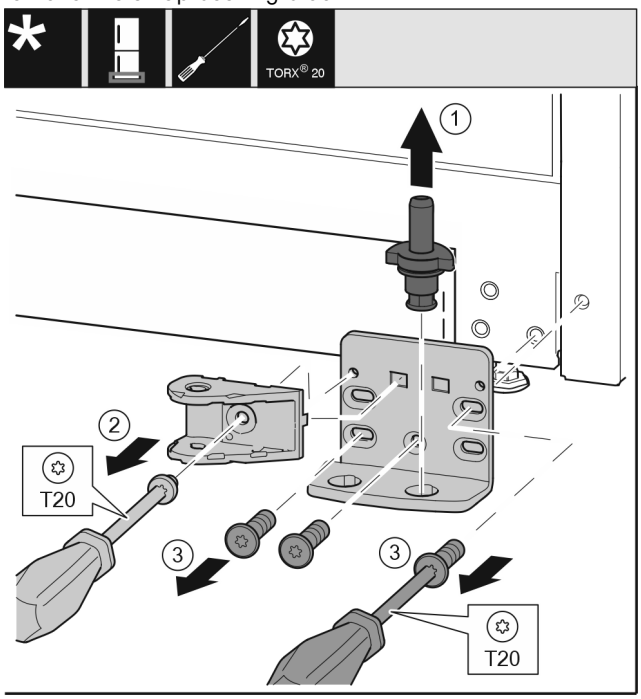

*Fig. 45 **
- ▶ Pull the bearing bolt *Fig. 45 (1)* out upwards completely.*
- ▶ Use screwdriver to unscrew the screw *Fig. 45 (2)* and remove the closing damper connection.*
- ▶ Use screwdriver to unscrew the screws *Fig. 45 (3)* and remove the swap bearing block.*